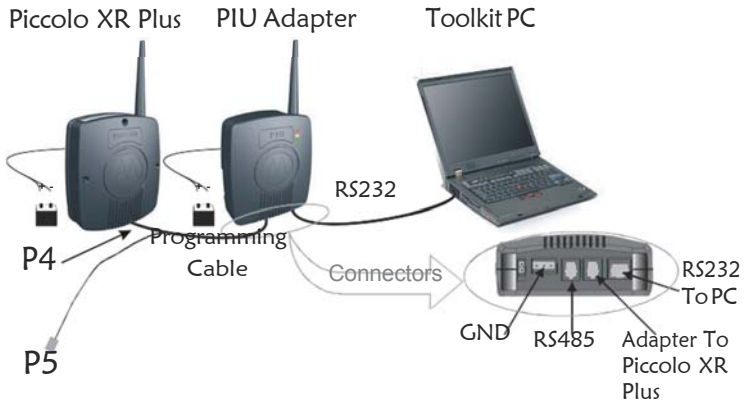

Figure 21
1. Connect the PIU adapter RS232 port to the computer using the FTN6597B cable (see Figure 21).